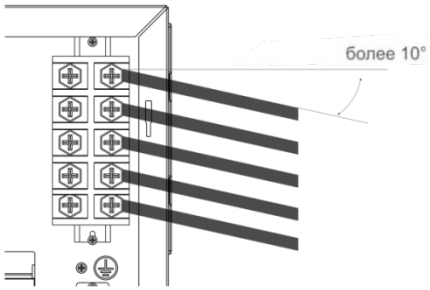

Рис. 12. Расположение сетевого кабеля
⑦ Сервопривод трехходового клапана
- Подключите кабель электропривода трехходового клапана к основной электронной плате согласно пункт 14 на Рис.12
- Подключите контакты датчика бойлера NTC к соответствующей клемме на основной плате управления согласно Рис.12 (пункты 10 и 11 на схеме, выбор места подключения осуществляется в зависимости от типа коннектора – 11 используется при отсутствии коннектора, 10 для подключения через клемму).